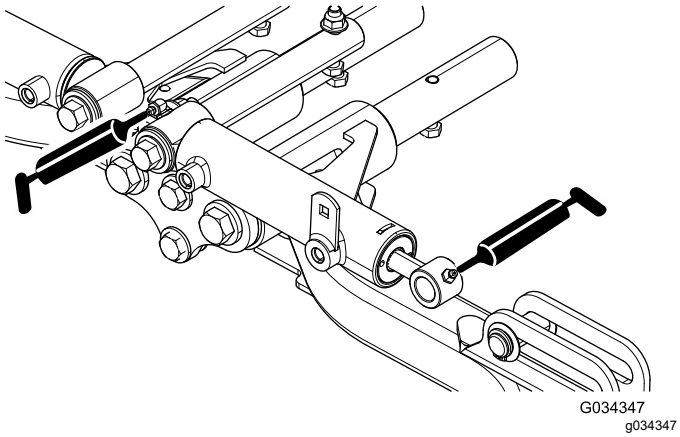

Figur 49
- Forreste løftearms drejetapper og løftecylindere (3 hver). Se Figur 49.